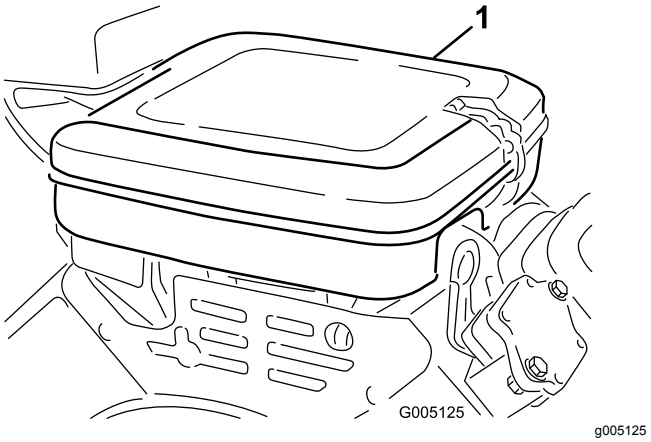

Figur 30
1. Rengør luftfilterdækslet (Figur 30).